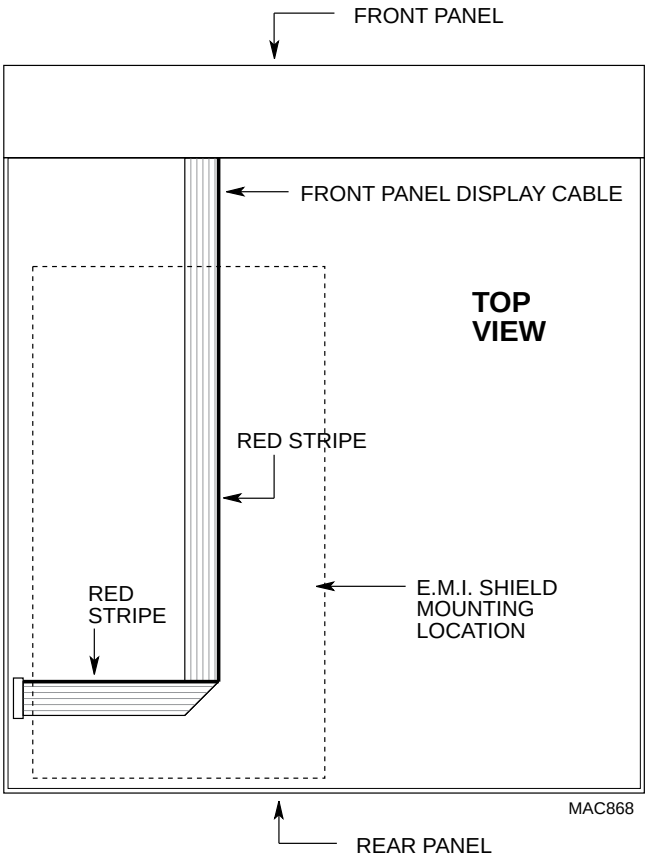

Figure C-2. Display Cable Routing
3. In order for the cable to properly plug into the display panel connector on the AM-190 board, it must be routed as shown in Figure C-2. Note how the cable is folded and the position of the cable's red stripe. The cable must lie flat on the chassis bottom.
3. There is a large rectangular E.M.I. shield (DWF-20418-00) that must be placed inside the chassis on top of the display cable. Note that the E.M.I. shield has turned up edges designed to protect the display cable. Make sure you set the shield in position with the curved edges facing up. The E.M.I should be positioned as shown in Figure C-2.